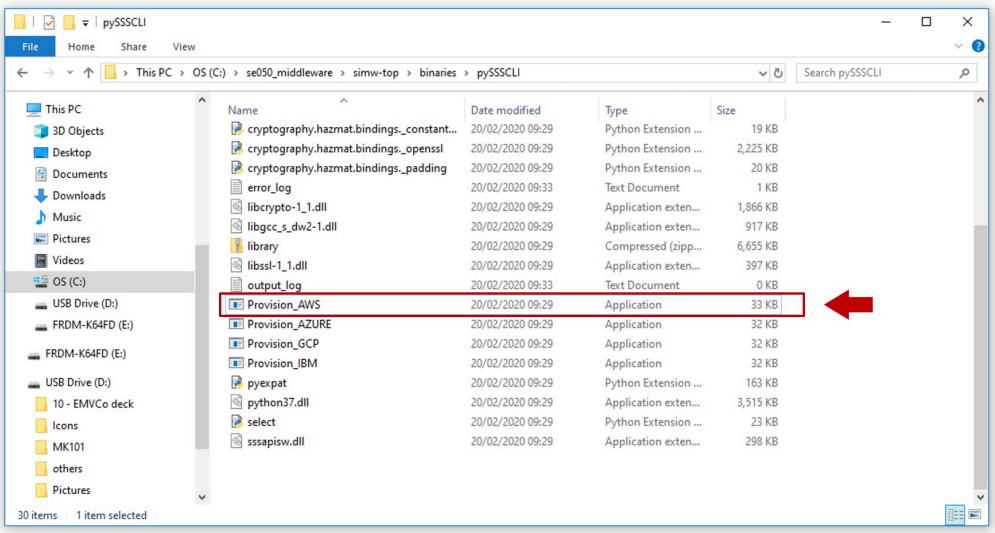

Figure 61. Find Provision_AWS.exe file in your EdgeLock SE05x Plug & Trust Middleware package
2. Go to `simw-top\binaries\pySSSCLI` folder and locate the `Provision_AWS.exe` file as shown in Figure 61: